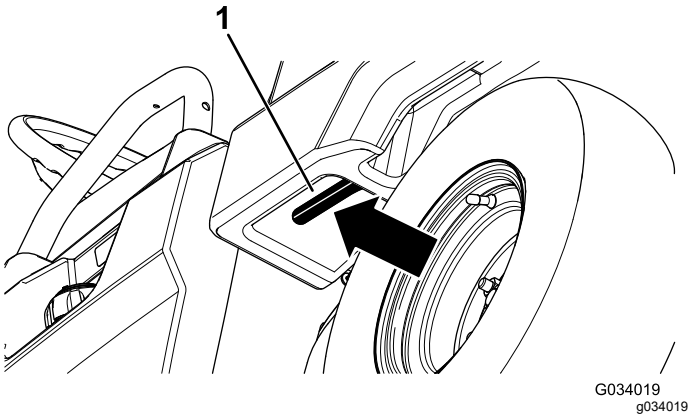

**Figuur 13**
1. Trek de hendel aan de linkerkant in de laadbak naar u toe en breng de laadbak omhoog (Figuur 13).
1. Til de laadbak licht omhoog door de grendelhandgreep omhoog te brengen (Figuur 13).